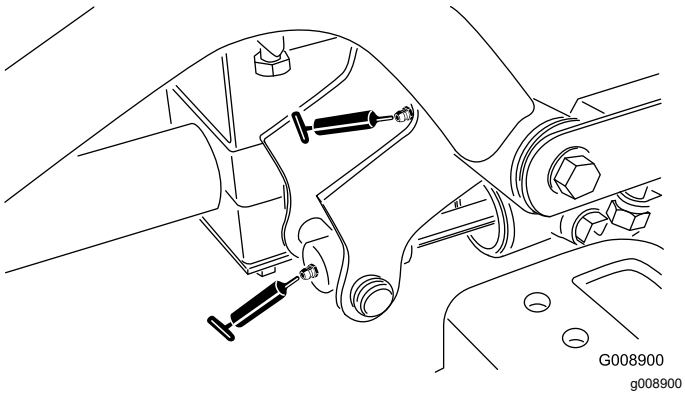

Rysunek 65
- Oś i siłownik przedniego prawego ramienia podnoszącego (2 złącza Rysunek 65)